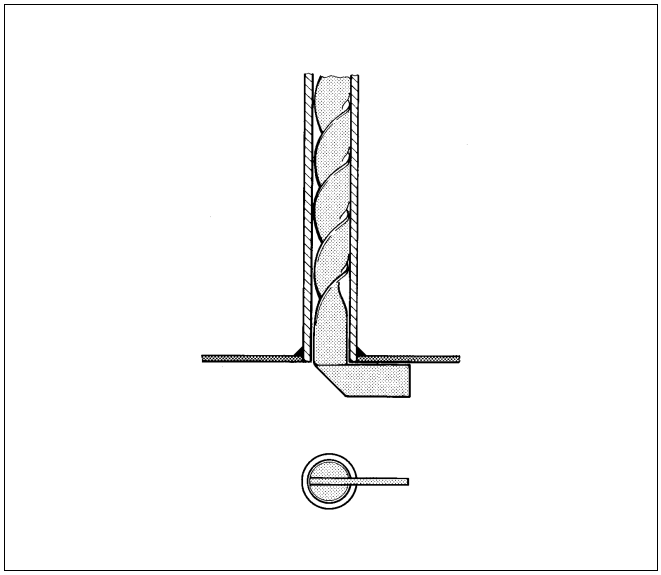

Рис. 42 Проверка турбуляторов
- Проверьте, чтобы стопоры турбуляторов прилегали на фронтальной стенке горизонтально к трубам дополнительных поверхностей нагрева (рис. 42).